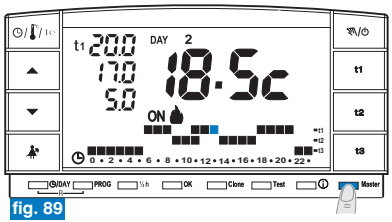

fig. 89
- Pulsar por un instante el botón **"Master"** para que en la pantalla desaparezca el mensaje **Máster,** el cronotermostato sigue funcionando según programación y las zonas asignadas al máster vuelven a ser controladas por los respectivos transmisores (ejemplo fig. 89).